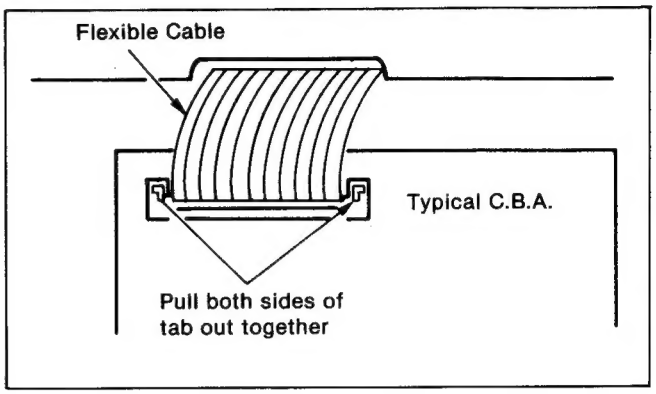

Fig. 5
1) On the trap Connector, pull out on both ends of the Locking Tab surrounding the cable end to release the Trap on the Connector. Then pull Flexible Cable out to remove as shown in Fig. 5.